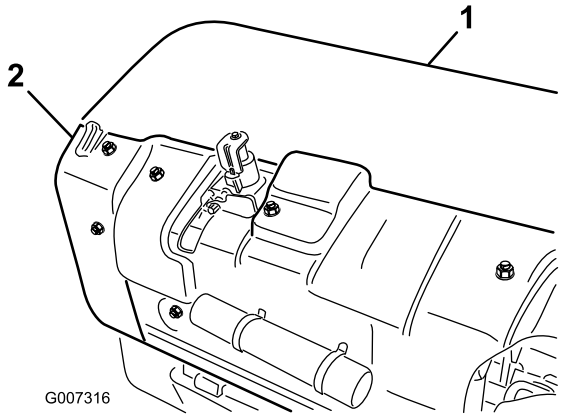

Figur 31
1. Fjern det bageste kernehoveddæksel (Figur 31).
2. Fjern remskiveafskærmningens monteringsbolte, og afmonter afskærmningen (Figur 31).